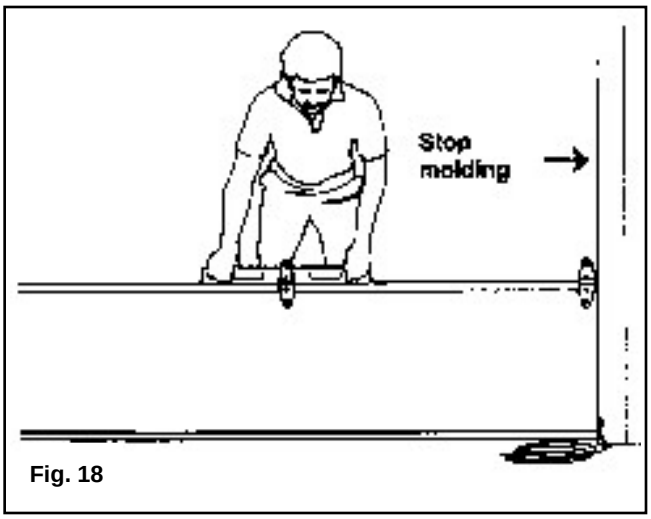

Fig. 18
**Step 7:** Place the bottom section in the opening so it is against the door stop molding and centered from side to side. Recheck to be sure the section is level. (FIG. 18)